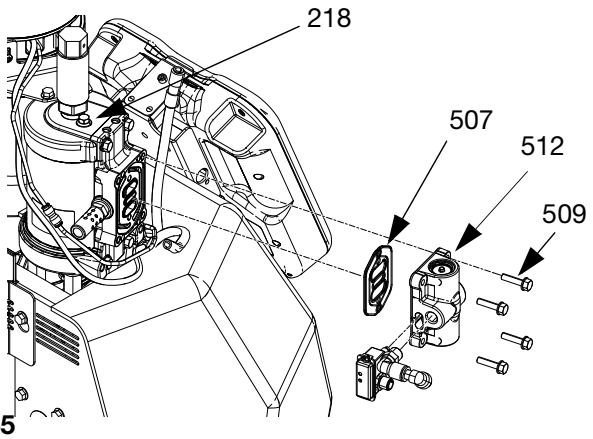

**FIG. 55**
**Disassembly (see FIG. 55):**
3. Loosen clamp on air motor bracket (528) then remove funnel assembly (61).
8. Use 10 mm socket to remove four screws (509) securing air valve (512) to air motor (218).
9. Remove air valve (512) and seal (507) then discard.
**Reassembly (see FIG. 55):**
1. Lubricate with grease then place new air valve seal (507) onto air valve (512).
2. Carefully place new air valve (512) against air motor then thread in the four screws (509). Ensure the air valve seal (507) stays in place by applying constant pressure against the air motor.
3. Use 10 mm socket to torque screws (509) to 95-105 in-lb (10.7-11.9 N•m).